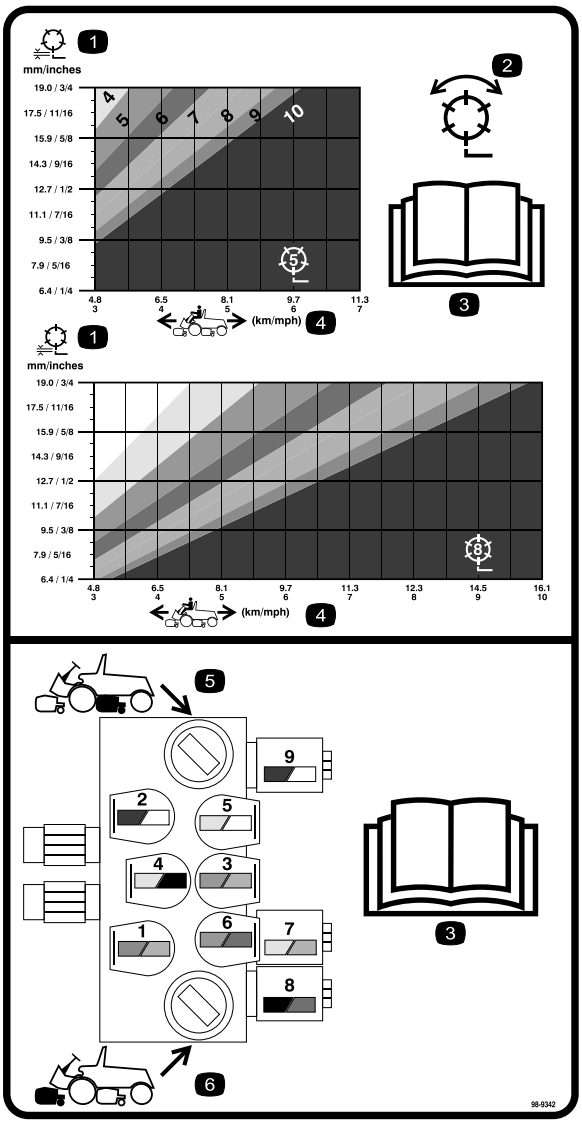

Figur 32
3. Ved hjælp af den rette graf på mærkat 98-9342 (Figur 32) til klippeenheder med 5 eller 8 knive skal du vælge rette hastighed for knivcylindre.